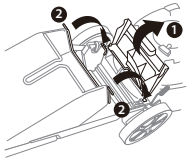

Fig.10
2. Levanta la cubierta de descarga trasera (1, Fig 10)
3. Coloca el recogedor de césped insertando los ganchos del marco en las ranuras de la parte trasera de la cortacésped (2, Fig.10).